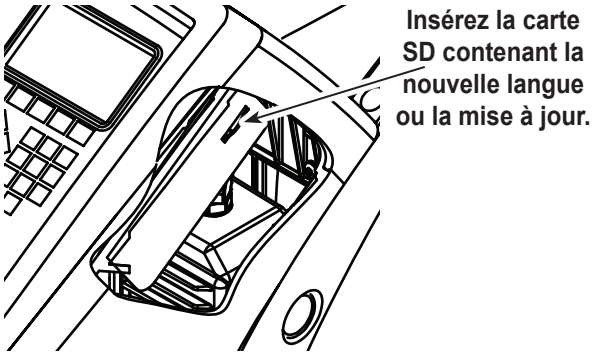

Figure 5
3. Insérez la carte SD contenant les données de langue. Reportez-vous à la Figure 5.